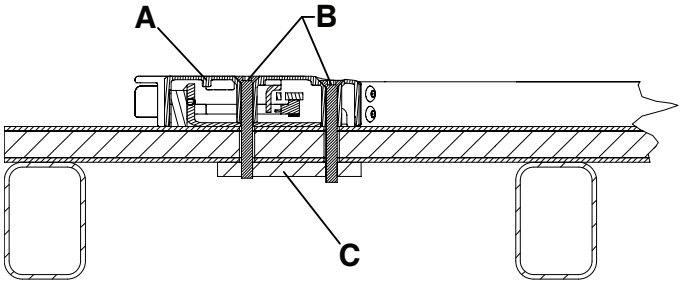
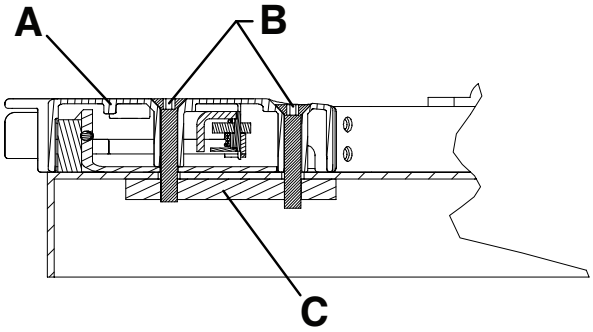

Figura 7 – Extremo de los pies de montaje en suelo - Vista 3A
Figura 8 – Extremo de los pies de montaje en bandeja - Vista 3B
3. Fije el alojamiento del pasador del extremo de los pies (A) al suelo o a la bandeja utilizando cuatro tornillos de cabeza plana M8 (B) (no suministrados).
Nota - Se necesita una placa de apoyo de acero (C) (o equivalente) para tener un apoyo adicional (no suministrada) (Figura 7 o Figura 8).